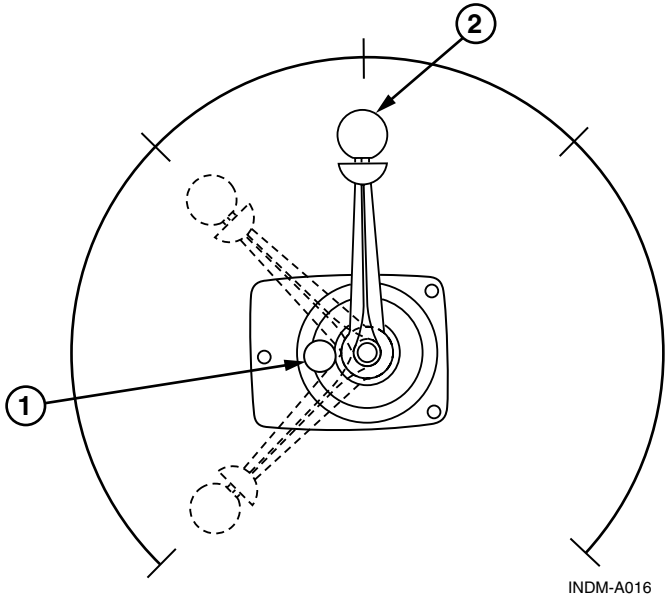

Figure 5.4 – Typical Shift/Throttle Lever
1. Check throttle lever (2, Figure 5.4) to make sure it is pulled out (or shift interlock button, 1, activated) so that boat is still in NEUTRAL.